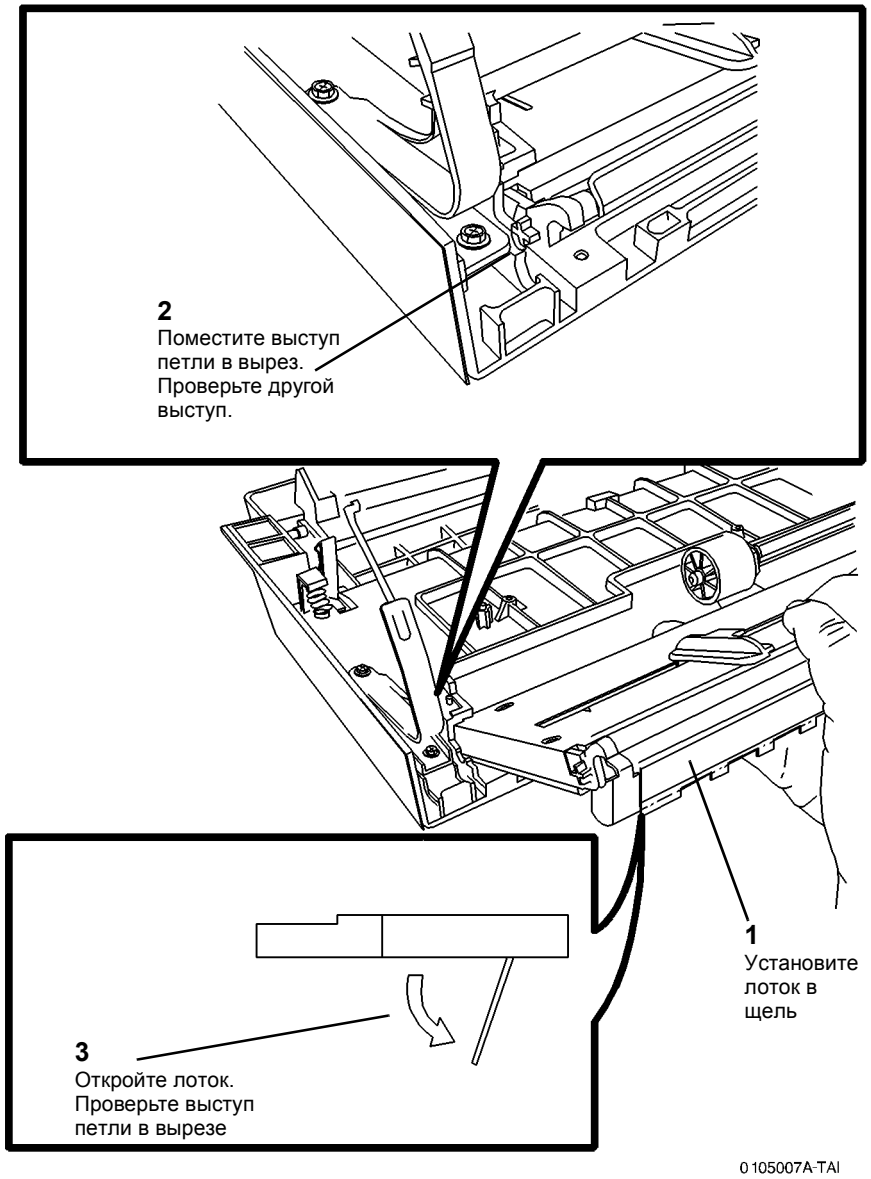

Рисунок 4 Установка обходного лотка
1. Установите обходной лоток в левую дверцу (Рисунок 4).